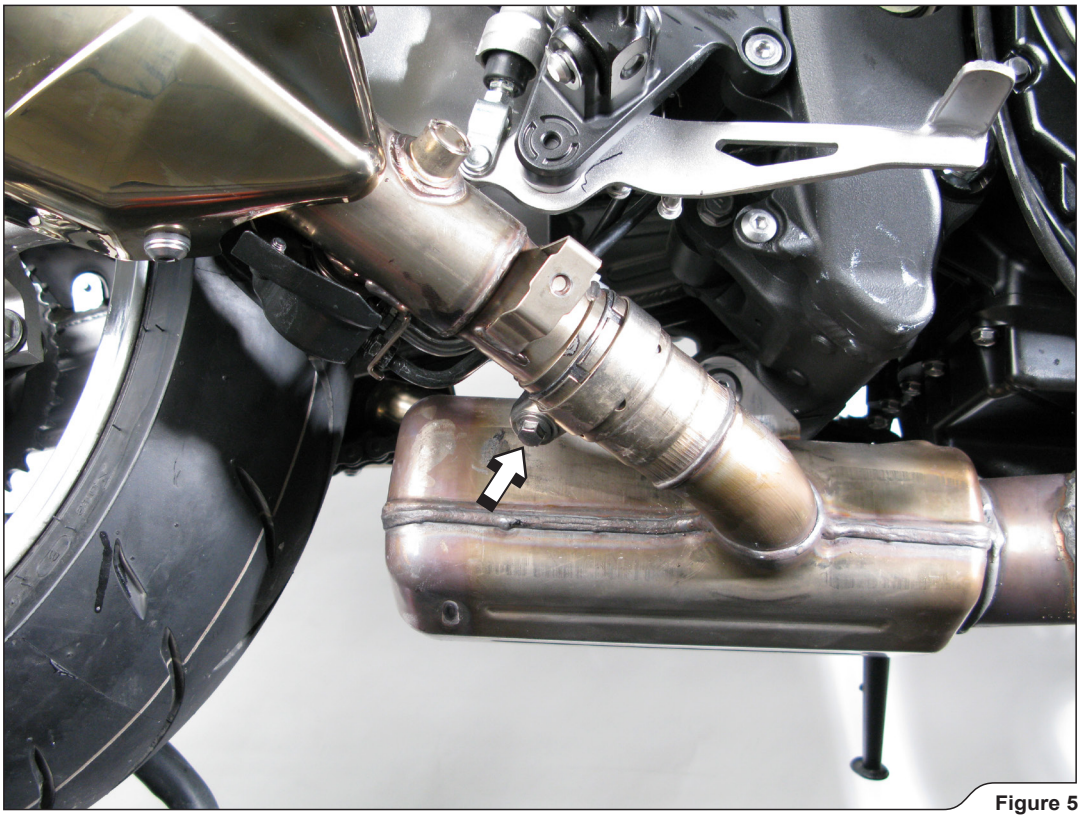

Figure 5
5. Untighten the marked metal clamp bolt and unscrew the muffler bracket bolt on both sides. Remove the mufflers off the motorcycle **(Figure 5, 6).**